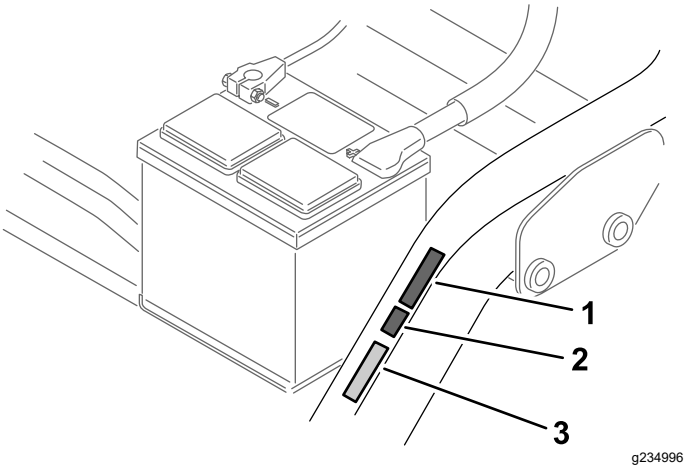

Figuur 14
- Breng de CE-markeringssticker aan naast het plaatje met het serienummer (Figuur 14).
- Breng de CE-sticker met het productiejaar aan naast de CE-markeringssticker (Figuur 14).